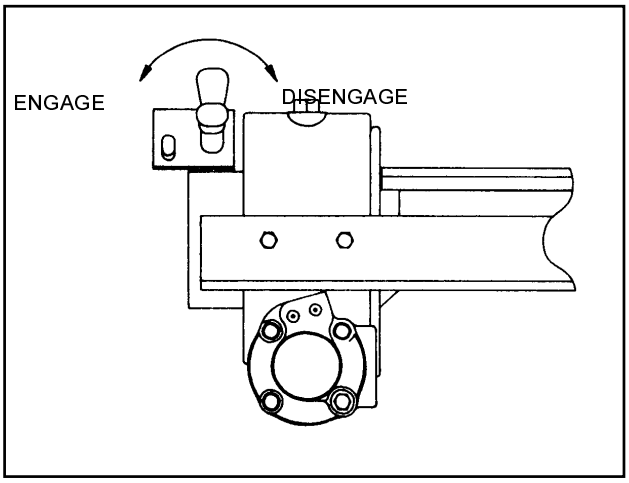

Figure 3-7 20,000# Winch Clutch
b. The **20,000 lb WINCH CLUTCH HANDLE** has two positions. **(See Figure 3-7).**